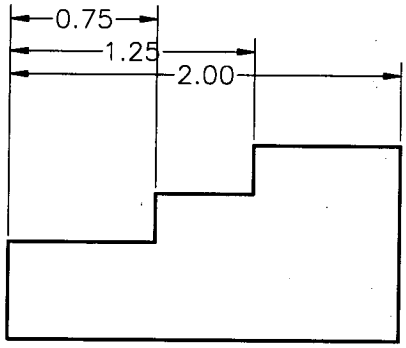

图7-18 练习3图，尺寸编辑之前
1) 绘制图7-18，假设所需尺寸。
2) 对图7-18所示图形进行标注尺寸。